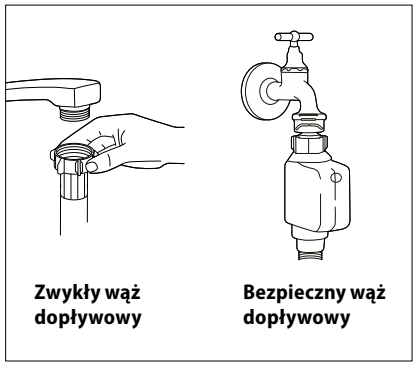

Rys. 18
4. Podłącz węża dopływowego do dopływu zimnej wody, jak pokazano na Rys. 18.
- Węża dopływowego podłącz do kurka wodociągowego z gwintem 3/4" (Rys. 18). Uważaj, aby wąż dopływowy nie był zgięty, ściśnięty lub spleciony.